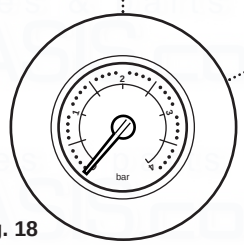

Fig. 18
4. The MINIMUM pressure for correct operation is 0.5. If the pressure falls below 0.5, this may indicate a leak on the central heating system (Fig. 18).